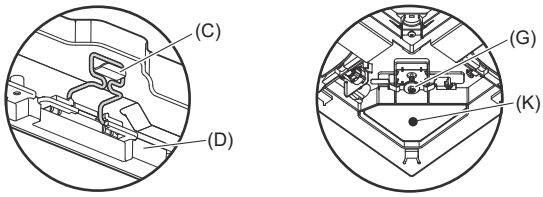

Fig. 9-7
- **Dopo aver serrato la vite, accertarsi che i due ganci della griglia (Fig. 9-7) siano bloccati ai ganci dell'unità principale.**